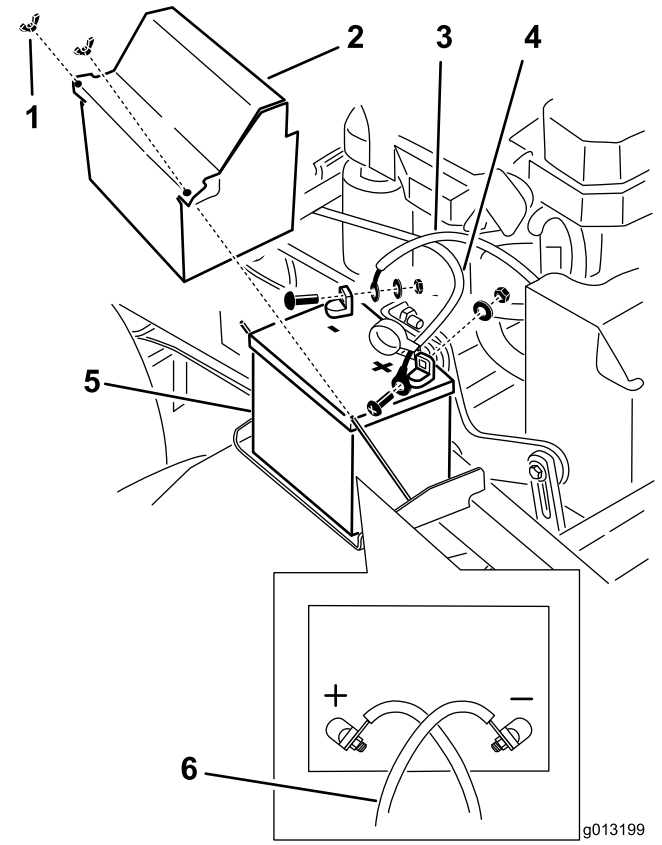

Figure 53
3. Débranchez le câble négatif de la batterie de la borne négative (-) de la batterie (Figure 53).
4. Enlevez le capuchon rouge de la borne positive (rouge) de la batterie. Débranchez ensuite le câble positif (rouge) de la batterie (Figure 53).
5. Déposez la plaque de maintien de la batterie (Figure 53) et enlevez la batterie.
1. Placez la batterie sur la machine (Figure 53).
3. Commencez par relier le câble positif (rouge) à la borne positive (+) de la batterie avec un écrou, une rondelle et un boulon (Figure 53). Glissez le capuchon de caoutchouc sur la borne de la batterie.
4. Reliez ensuite le câble négatif et le câble de masse à la borne négative (-) de la batterie avec un écrou, une rondelle et un boulon (Figure 53).
Remarque: Les câbles de la batterie se croisent lorsqu'ils sont installés correctement (Figure 53).